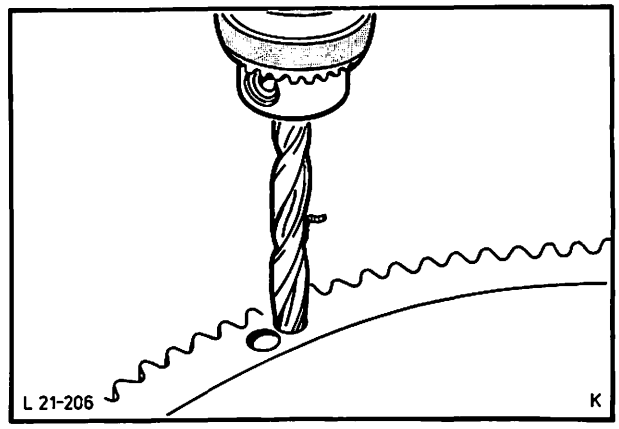

Abb. 309 Zahnkranz anbohren
1. Zahnkranz ankörnen und mit zwei Bohrungen von 7 oder 8 mm ∅, Abb. 309, versetzt anbohren.